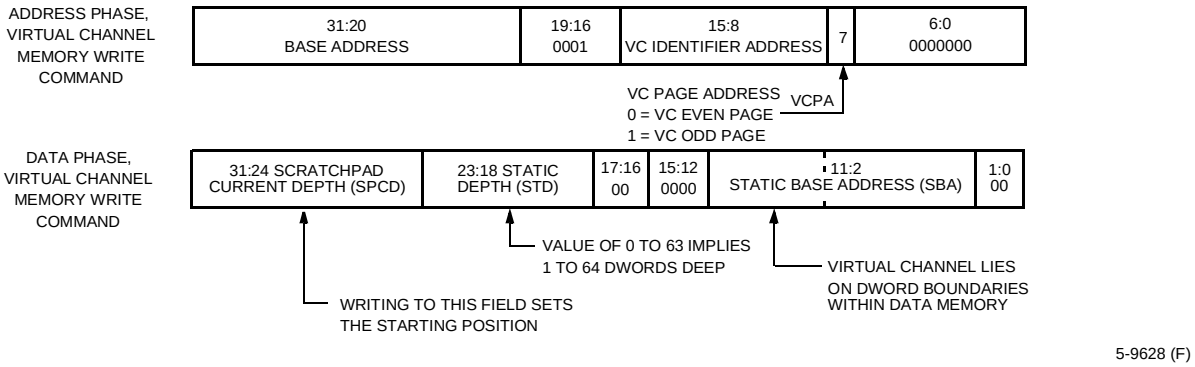

Figure 39. PCI Programming—Write Virtual Channel Command
- A WRITE is presented as a PCI memory write command Figure 39 below.